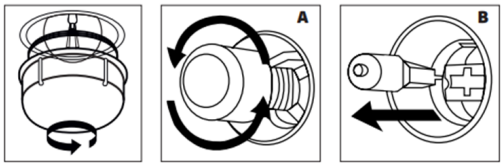

Figure 23 Figure 24 Figure 25
2. Retirez la protection en verre en la tournant dans le sens inverse des aiguilles d'une montre. (Voir Fig. 23) L'utilisation de gants en plastique peut vous aider si vous avez des difficultés à la faire tourner